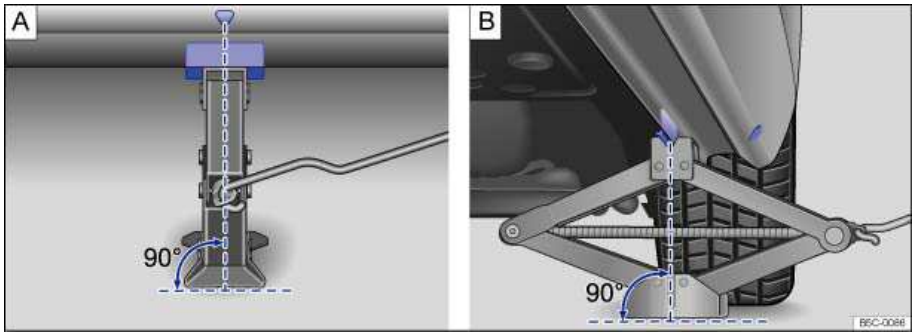

Fig. 173 Jack in position at the left rear lift point.
8. Position the jack so that its base is directly underneath the lift point ⇒ fig. 173, making sure that the entire base of the jack rests securely on the ground.
9. Align the jack and wind up the jack claw at the same time, until the claw cradles the vertical rib underneath the vehicle ⇒ fig. 173 (arrow).
- **Position the jack only at the described vehicle lift points. Before you raise your vehicle, always make sure the jack claw properly grips the vertical rib under the sill so that the jack does not slip off when you are raising the vehicle ⇒ fig. 173.**